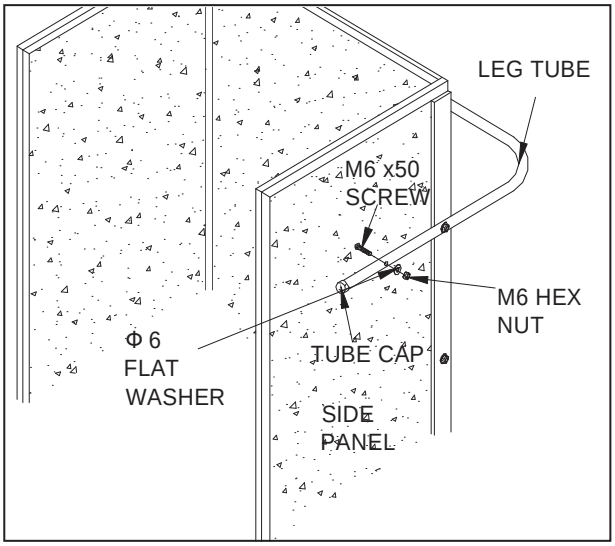

FIGURE 10
16. Stand cart up on its front end again. Place tube caps on leg tube and assemble the leg tube as shown in figure 10, using four M6X50 screws through side panels and leg tube. Secure with flat washers and hex nuts. See figure 10.